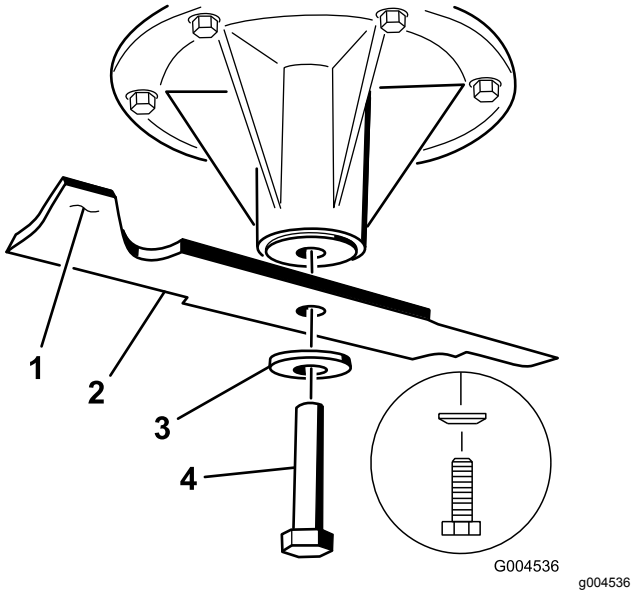

Bild 83
2. Entfernen Sie die Messerschraube, Wellenscheibe und das Messer von der Spindelwelle (Bild 83).
3. Feilen Sie, wenn das Schnittmesser nicht ausgewuchtet ist, vom Flügelbereich des Messers etwas Metall ab (Bild 83).